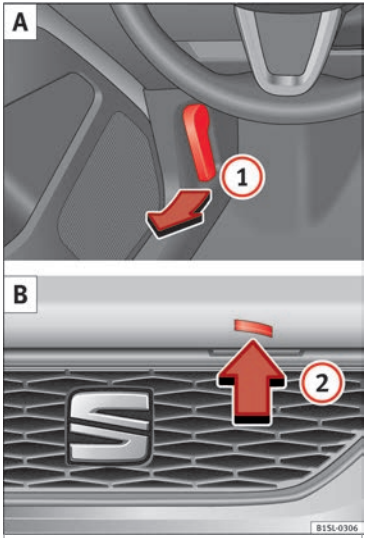

Fig. 8 A: Release lever in the footwell on the driver side B: Release lever on the bonnet
- Pull the release lever (1) in the direction of the arrow ››› **Fig. 8 A**. The bonnet is released from the lock carrier by a spring mechanism ››› ⚠ **in Working in the engine compartment on page 188**.
- Lift the bonnet up slightly while pressing the release lever (2) **B** in the direction of the arrow to completely open the bonnet.
- Take out the bonnet support rod from its clip in the direction of the arrow (3) **C** and place it in the corresponding open position (4) **D** (arrow).